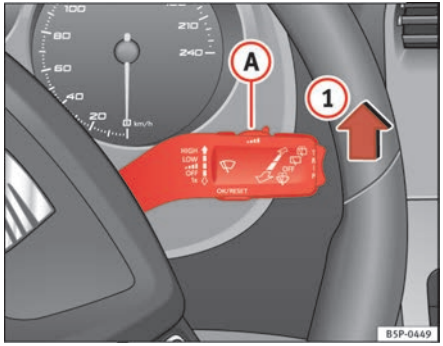

Fig. 86 Windscreen wiper lever
– Move the windscreen wiper lever into position (1) ⇒ fig. 86.
– Move the control (A) to the left or right to set the sensitivity of the rain sensor. Control to the right: highly sensitive. Control to the left: less sensitive.